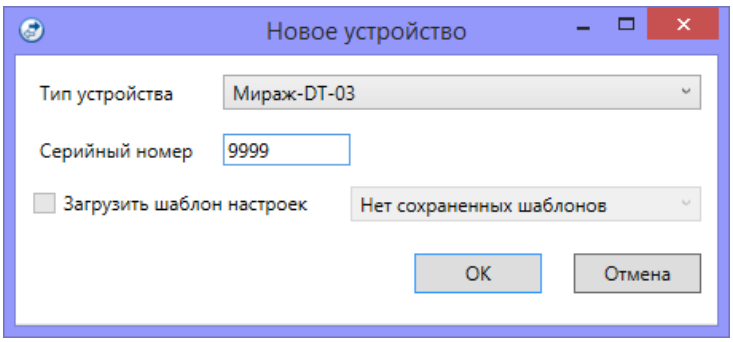

Рисунок 4.6 — Окно *Новое устройство*
- в открывшемся окне *Новое устройство* (см. рисунок 4.6):